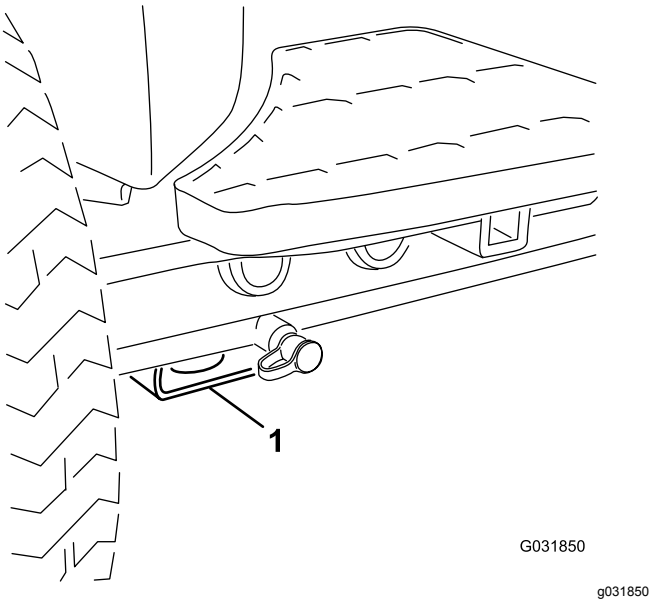

Figur 75
- Fram – fyrkantigt belägg under axelröret inuti båda framdäcken (Figur 75).